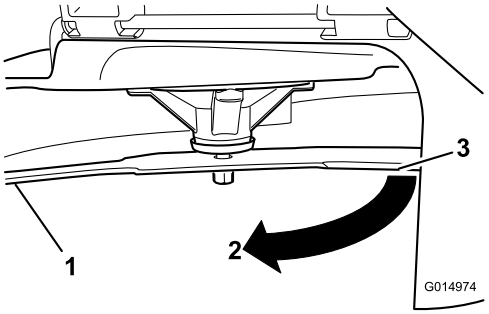

Figur 55
3. Uppmätt avstånd mellan kniv och yta (A)
4. Rotera samma kniv 180 grader så att den motsatta knivseggen nu är i samma läge (Figur 55).